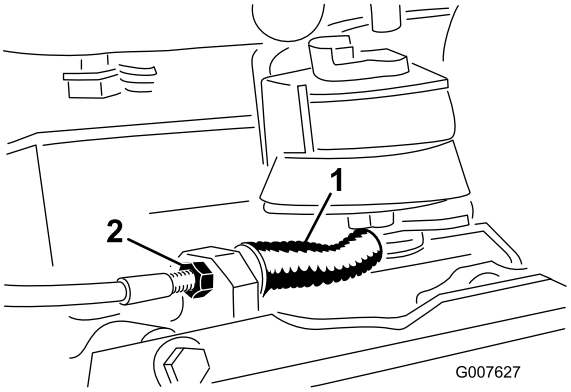

Figur 34
- Du reduserer kabelspenningen ved å løsne den fremre kabellåsemutteren og stramme den bakre låsemutteren (Figur 34). Gjenta trinn 1 og 2, og juster på nytt om nødvendig.
- Du øker kabelspenningen ved å stramme den fremre kabellåsemutteren og løsne den bakre låsemutteren (Figur 34). Gjenta trinn 1 og 2, og juster på nytt om nødvendig.